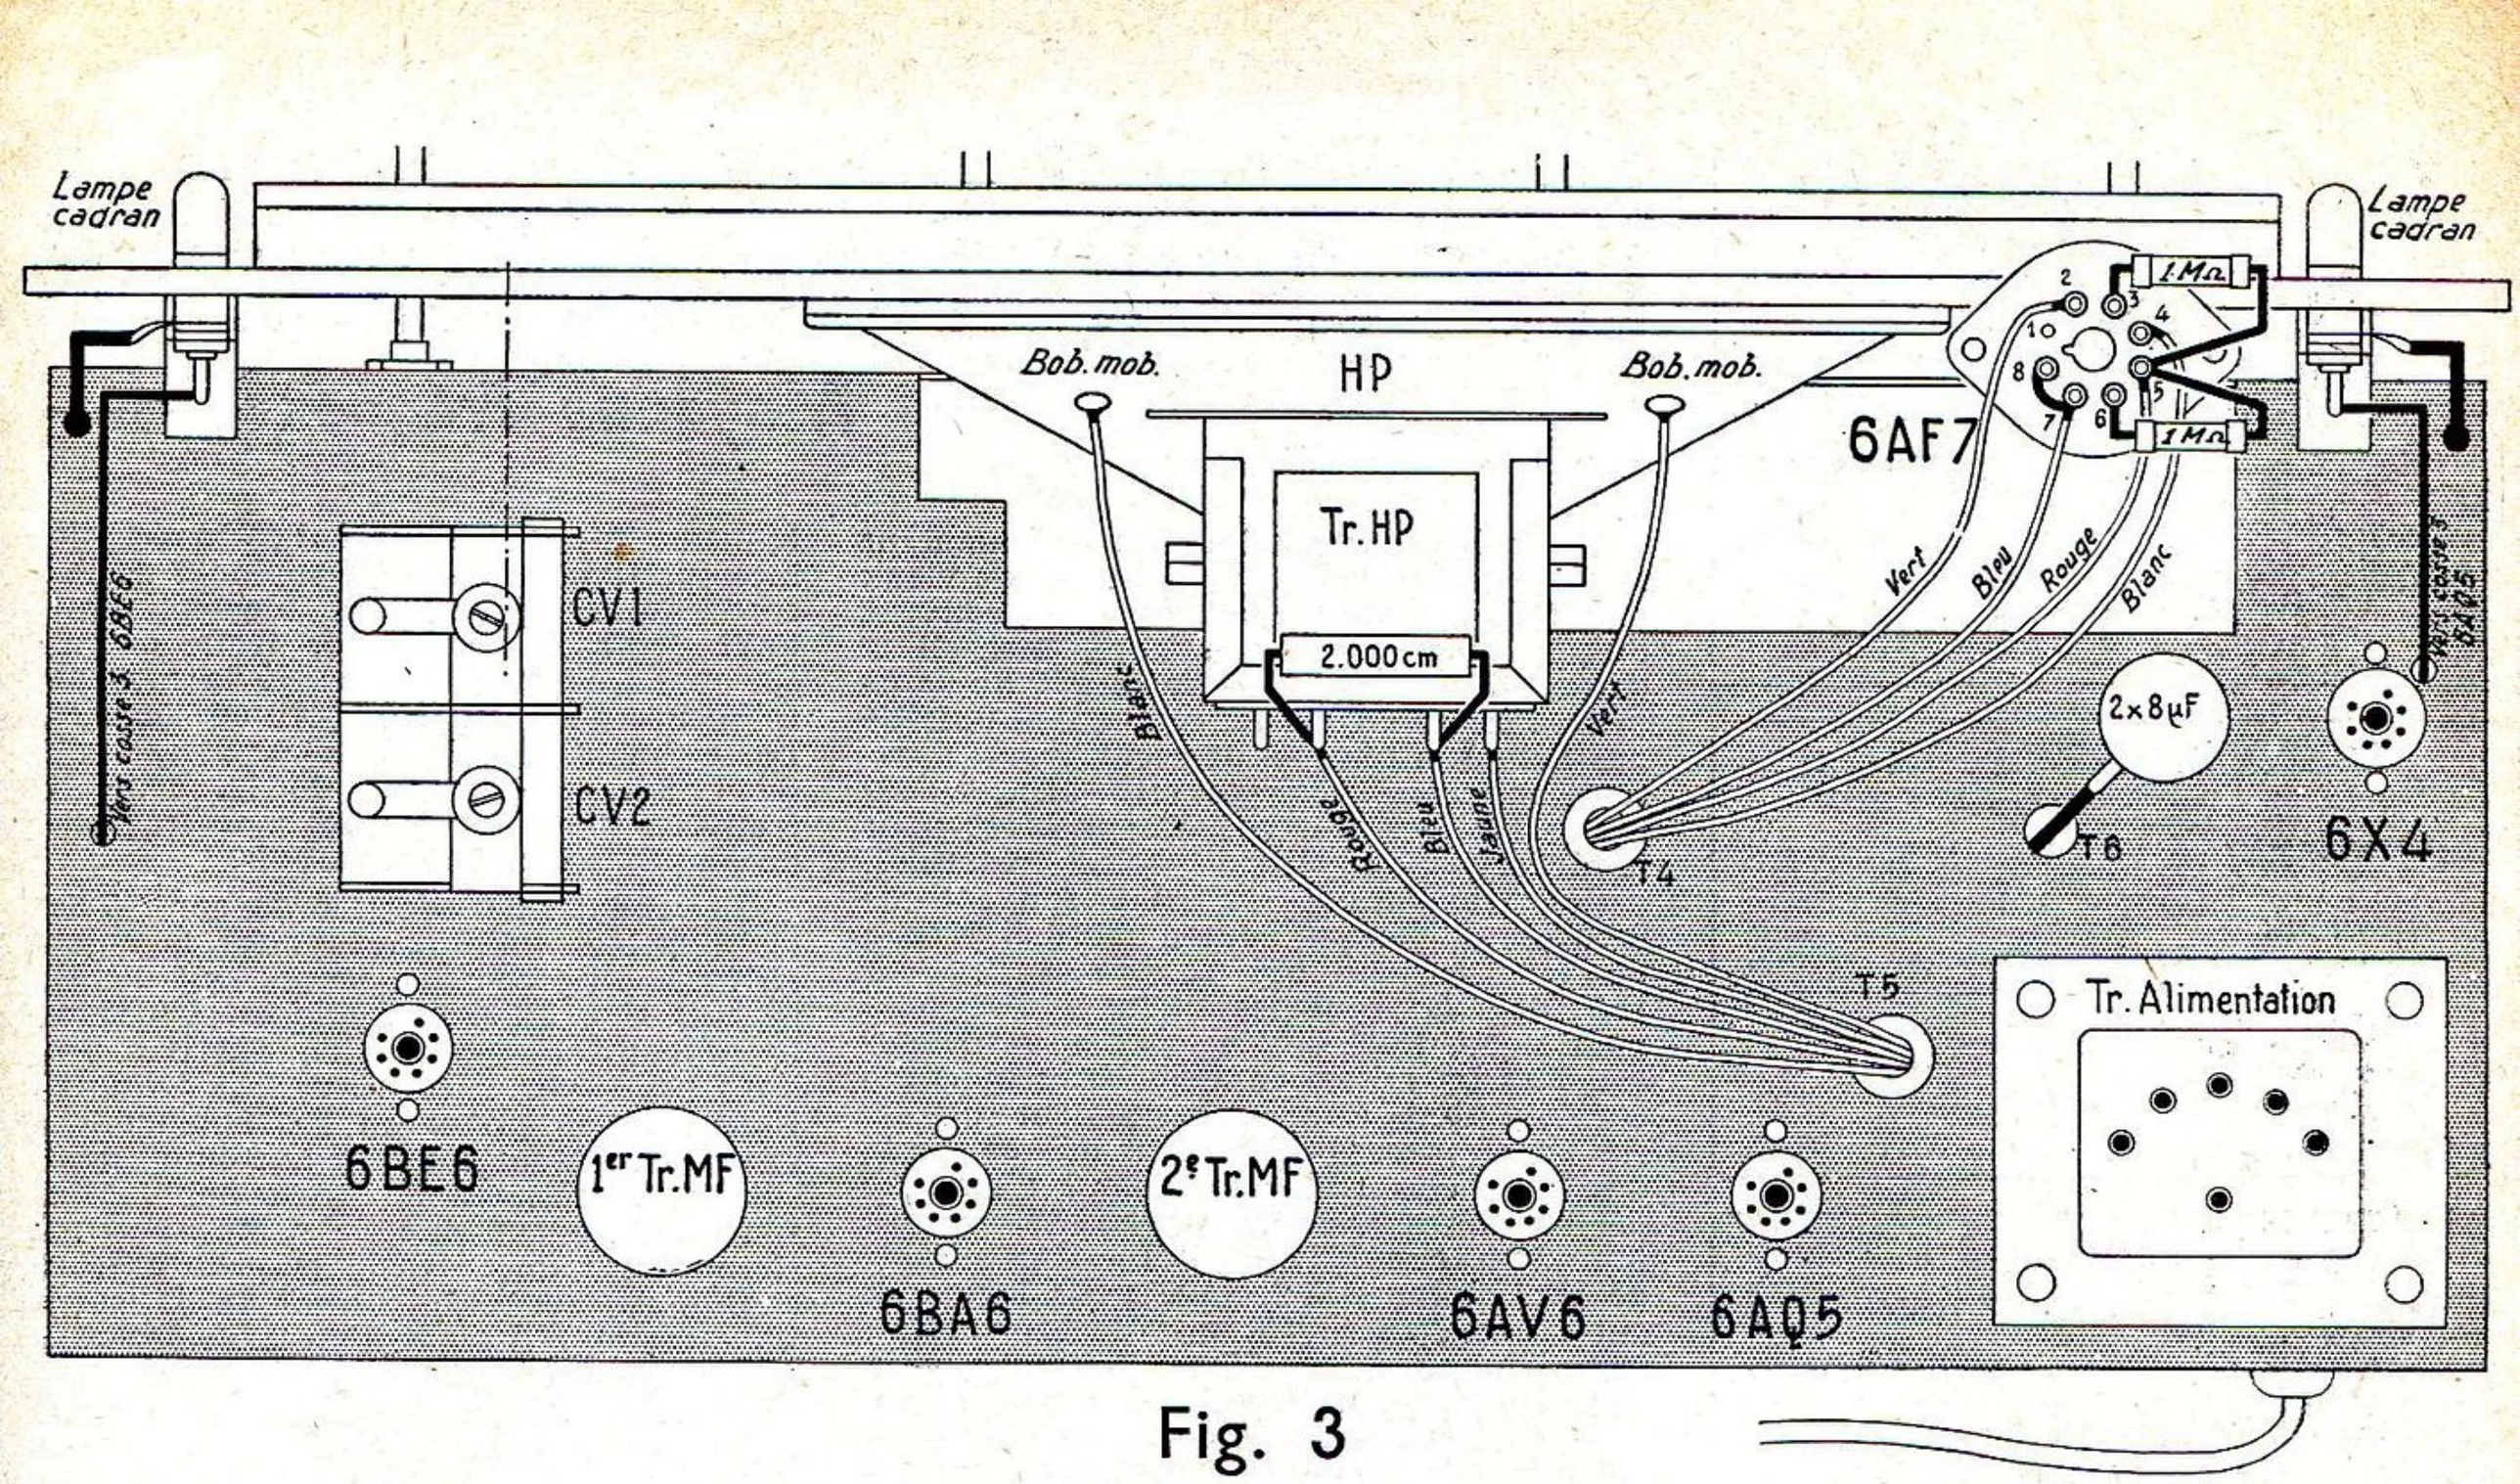

Fig. 3
Pour éliminer la composante moyenne fréquence qui subsiste après détection, on utilise couramment un filtre constitué le plus souvent par une résistance de 50.000 Ω (R) et un condensateur de 100 à 200 cm C montés comme l'indique la figure 3. On peut obtenir une élimination beaucoup plus efficace en utilisant à la place de la résistance un circuit bouchon accordé sur la valeur de la moyenne fréquence. Pour constituer ce filtre on peut parfaitement utiliser un enroulement accordé d'un vieux transformateur MF. Ce circuit est branché comme l'indique la figure 4. Ce circuit pourra être monté nu dans le récepteur ; on pourra aussi le blinder. Le blindage utilisé sera celui du transformateur MF qu'on coupera à la moitié pour en réduire la hauteur. Pour la fixation, il suffira de river sur le boîtier ainsi formé les pattes de fixation filetées que possédait le boîtier d'origine.